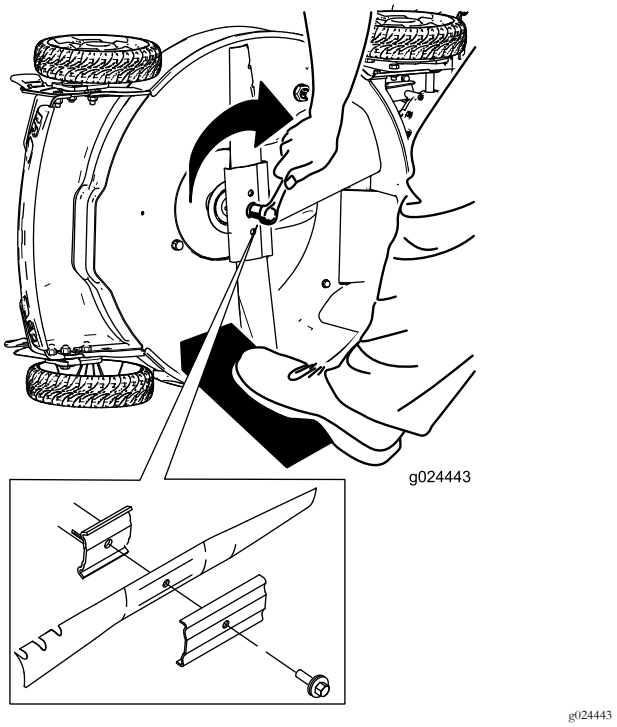

Rysunek 32
5. Zamontuj nowe ostrze i cały osprzęt mocujący (Rysunek 32).